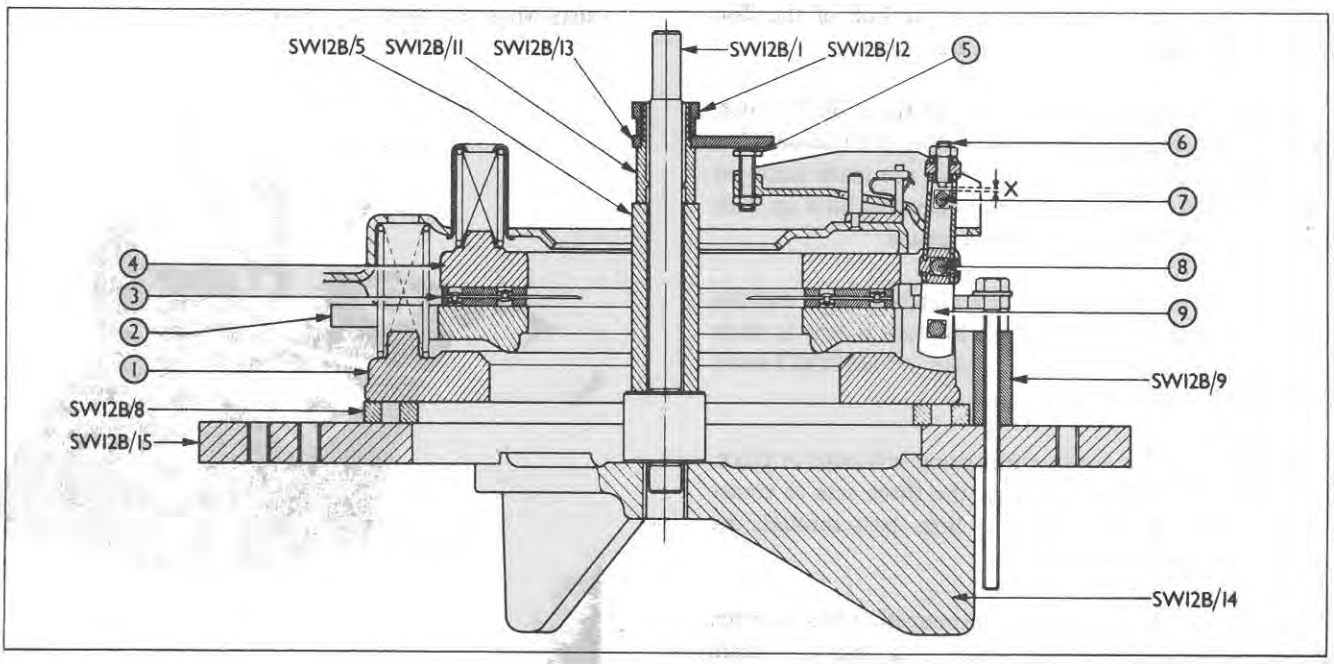

Figure 51
2. Using the base plate and bridge spider of Tool Number SW12B, position the three spacers SW12B/8 equidistant apart on the base plate SW12B/15. Locate the transmission pressure plate on the spacers, Figure 51, with the smooth surface of the plate facing downwards.
9. Insert riser spacers SW12B/9, Figure 51, between the intermediate pressure plate and the base of the tool, locating a riser spacer at each securing bolt hole. Pass special tool bolts SW12B/23 through cover, intermediate plate and riser spacers and screw them into the threaded holes provided in the base plate of the tool.
15. Remove the cam actuator and platform extension assembly and install pillar spacer SW12B/1 in the bridge spider SW12B/14. Locate centre spacer SW12B/5, finger body SW12B/11 and gauge finger SW12B/13 with the ground side of the finger facing downwards. Secure with tool locknut SW12B/12, Figure 51.
Rotate the gauge finger, SW12B/13, over each release lever adjusting screw in turn, adjusting each screw until it just touches the underside of the finger gauge, Figures 51 and 55. Tighten the adjusting screw locknut when adjustment is completed.
16. With the pressure plate connecting link held centrally and using the shank of a suitable sized drill as a gauge, set the gap, "X", Figure 51, between the lower end of each socket headed adjusting screw and the corresponding connecting link strut by inserting the drill shank in the gap, loosening the socket-headed screw locknut and turning the screw until it just touches the drill. Tighten the locknuts after adjustment.